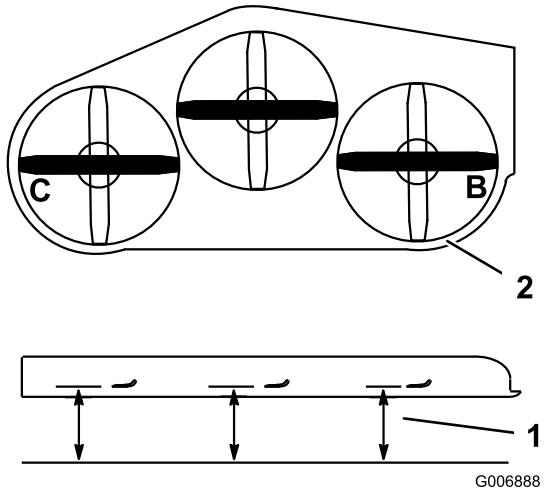

Figur 80
1. Ställ in den **högra** knivens lutning i sidled (Figur 80).
2. Mät den högra kniven vid punkt **B**, från en plan yta till knivens egg (Figur 80).
4. Ställ in den vänstra knivens lutning i sidled (Figur 80).
5. Mät vänster kniv vid punkt **C** (Figur 80), från en plan yta till knivens egg.